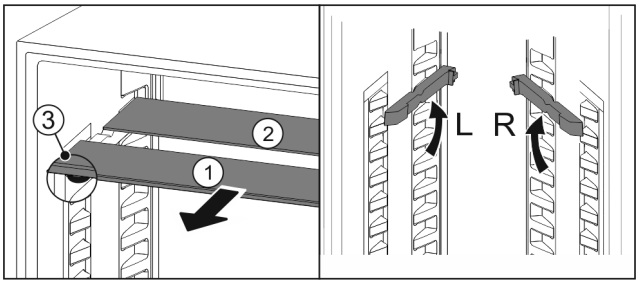

Fig. 55
▶ Izvelciet stikla paneļus pa vienam uz priekšu *Fig. 55 (1)*.
▷ Stikla panelis *Fig. 55 (1)* ar dekoratīvo uzliku atrodas priekšā.
▷ Apturi *Fig. 55 (3)* ir vērsti uz leju.